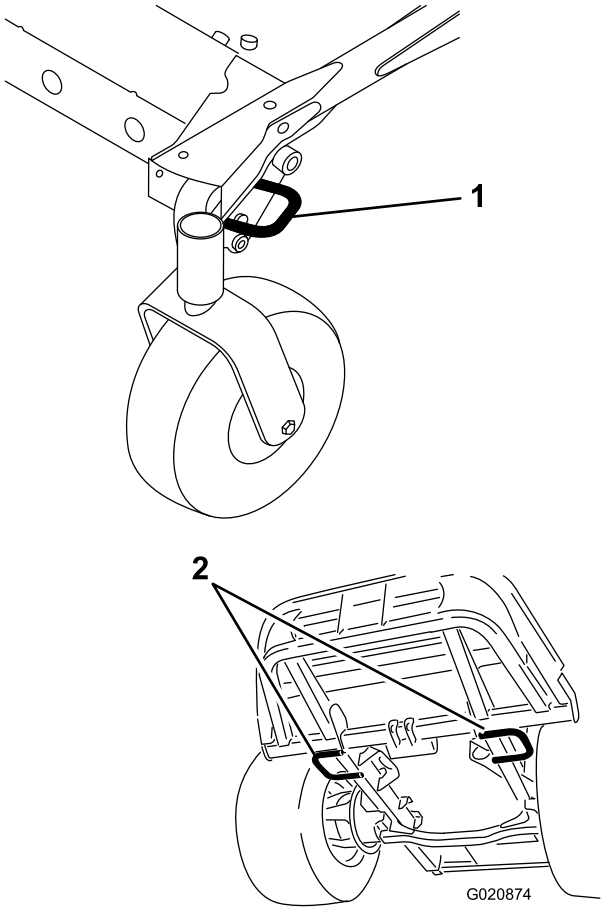

Figura 30
3. Sujete la máquina firmemente al remolque o al camión con cadenas, correas, cables o cuerdas, según lo estipulado en la normativa de tráfico local (Figura 30).